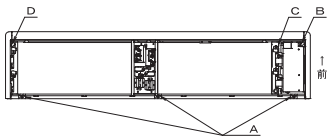

図9 (下から見た図)
7 貫通穴(A～D)に付属のシール材⑤を貼付し、ふさぎます。　【図8】【図9】